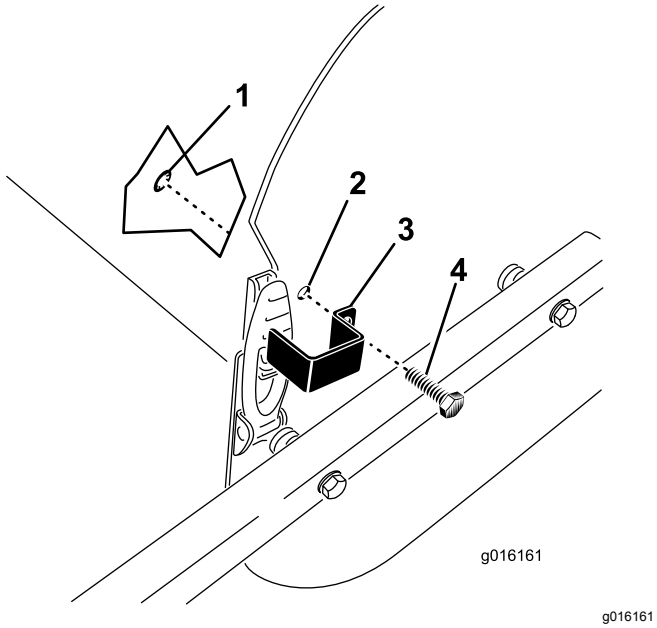

Rysunek 35
1. Umieść płytkę zatrzasku nad zatrzaskiem pokrywy i ustaw otwór montażowy równo z otworem w płycie bocznej (Rysunek 35).
2. Używając śruby i pierścienia osadczego zamocuj płytkę zatrzasku do płyty bocznej (Rysunek 35).